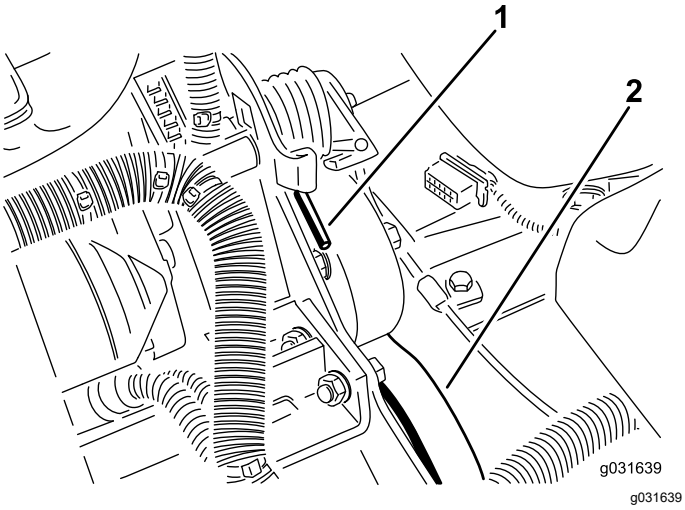

Figura 62
2. Premete l'estremità della molla e spingetela in avanti per sbloccarla dalla staffa e rilasciare la tensione della molla (Figura 62).